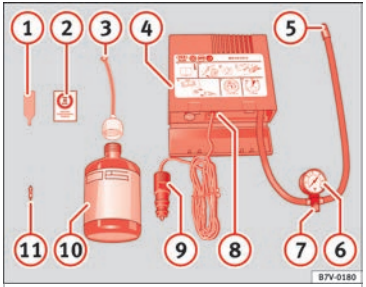

Afb. 63 Standaardweergave: inhoud van de bandenafdichtset.
- Draai het dopje en het inzetstuk van het ventiel los. Gebruik het apparaat ››› **afb. 63** (1) om het inzetstuk te verwijderen. Leg het op een schoon oppervlak.
- Schud de fles met afdichtmiddel ››› **afb. 63** (10) goed.
- Draai de pompslang ››› **afb. 63** (3) vast op de fles met afdichtmiddel. De verzegeling van de fles wordt automatisch gebroken.
- Verwijder de dop van de vulslang ››› **afb. 63** (3) en draai het open einde van de fles op het bandventiel.
- Breng het inzetstuk opnieuw aan op het bandventiel met het apparaat ››› **afb. 63** (1).
- Draai de vulslang van de compressor ››› **afb. 63** (5) vast op het bandventiel.
- Controleer of de ontluchtingsbout gesloten is ››› **afb. 63** (7).
- Sluit de steker ››› **afb. 63** (9) aan op het 12 volt-stopcontact van de wagen ››› pag. 178.
- Zet de luchtcompressor aan met de ON/OFF-schakelaar ››› **afb. 63** (8).